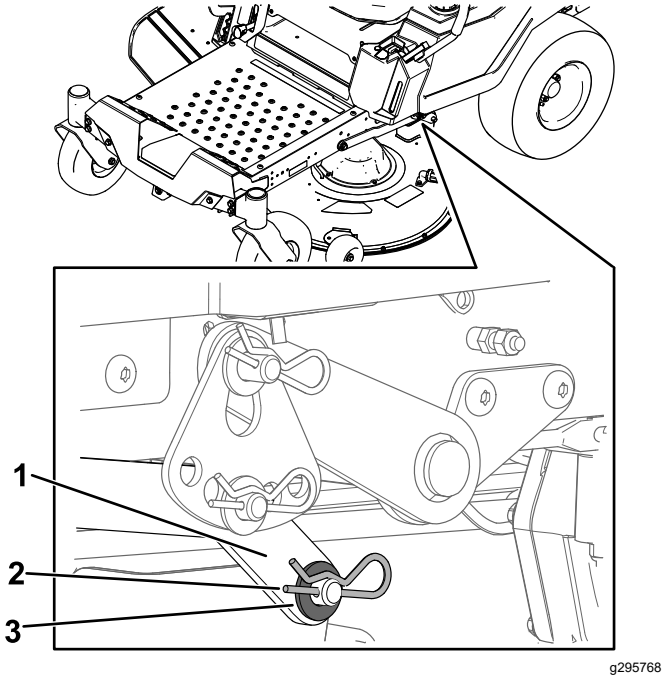

Figure 74
7. D'un côté de la machine, retirez la rondelle et la goupille fendue de l'axe du plateau (Figure 74).
8. Déposez le bras de levage de l'axe du plateau (Figure 74).
5. D'un côté de la machine, soulevez l'arrière du plateau de coupe et installez le bras de levage sur l'axe du plateau (Figure 74).
6. Installez le bras de levage avec la rondelle et la goupille fendue (Figure 74).